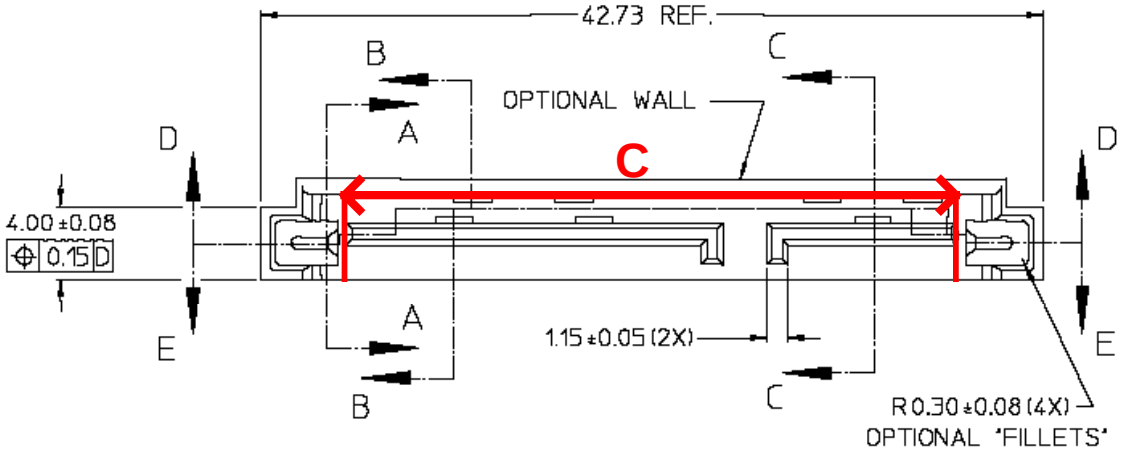

Figure 23
1. Using the outside measurement jaws of the calipers measure the total width of the signal and power elements of the device plug connector as shown in Figure 23. Record the measured value as *C*.